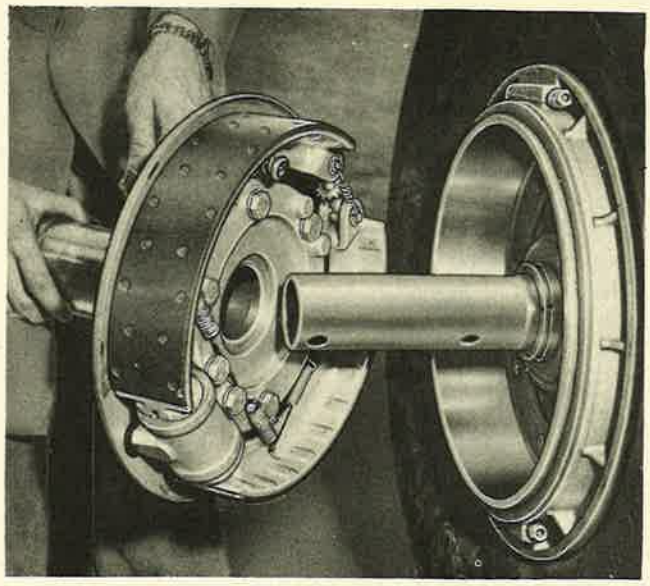

Figure 161—Removing Torque Collar and Brake Assembly From Axle
(1) Remove the brake torque collar bolts (figure 160) and slide each brake and torque collar assembly as a unit from the axle (figure 161).